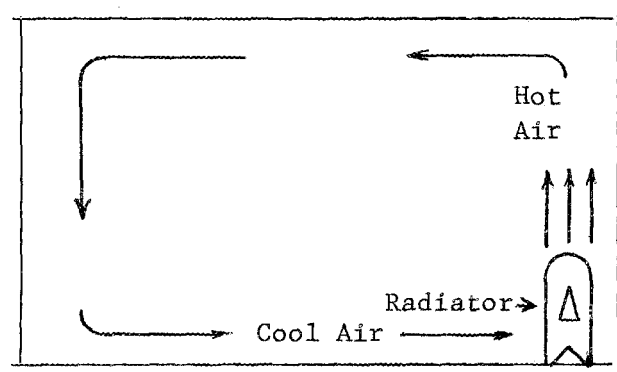

Fig. 2.2. Room Heating by Natural Convection Currents
51. Many homes are heated, as shown in Fig. 2.2, by this natural method of heat transfer which we call _____ _____.